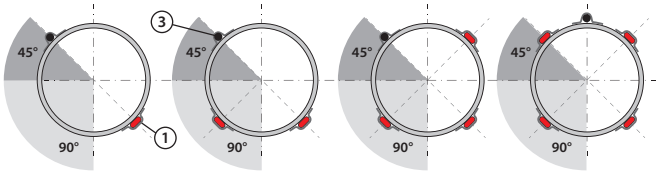

Abb. 2
5. Gerade Leitungen und Fühler müssen wie in Abb. 2 gezeigt montiert werden. Verdrillte Leitungen werden wie abgebildet für jedes ca. 1 m lange Rohr mit Aluminiumband befestigt.